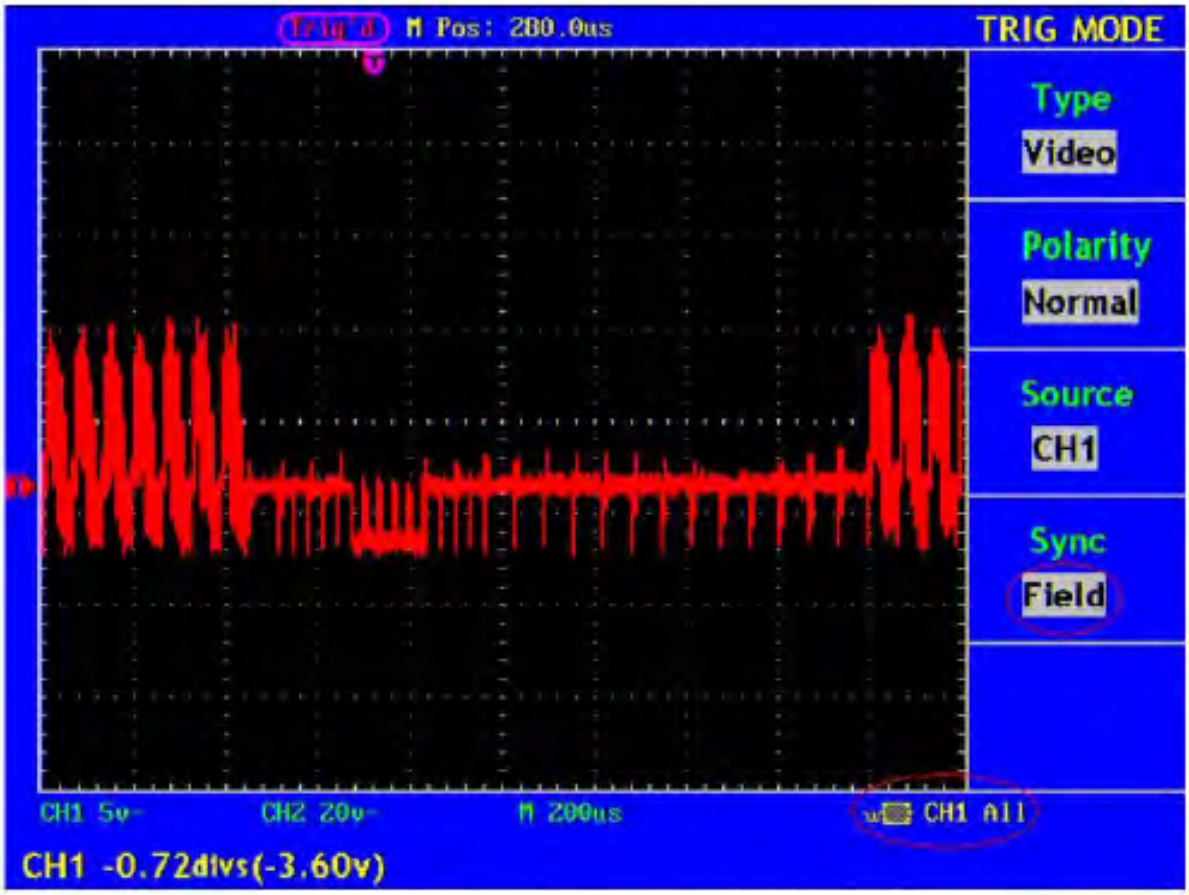

Abb. 30 Video-Wellenform getriggert im Modus “Field”
5. Drücken Sie die Menüauswahltaste **F4** und wählen Sie **Field** bei Sync. Die Anzeige auf dem Bildschirm ist wie in Abb. 30 gezeigt.